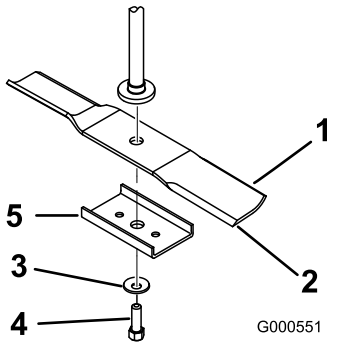

Figure 54
Hold the blade end using a rag or thickly-padded glove. Remove the blade bolt, curved washer, blade stiffener, and blade from the spindle shaft (Figure 54).
1. Install the blade onto the spindle shaft (Figure 54).
2. Install the blade stiffener, the curved washer (cupped side toward the blade) and the blade bolt (Figure 54).